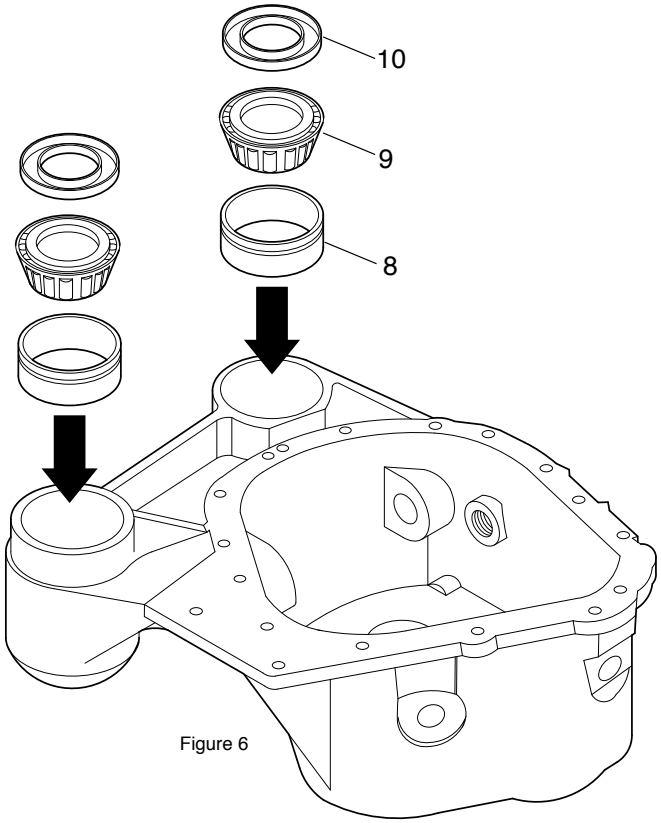

Figure 6
Install the bearings #F4121407P (items 9) and the seals #F4121410P (items 10). The seals must be installed up side down as shown in figure 6.